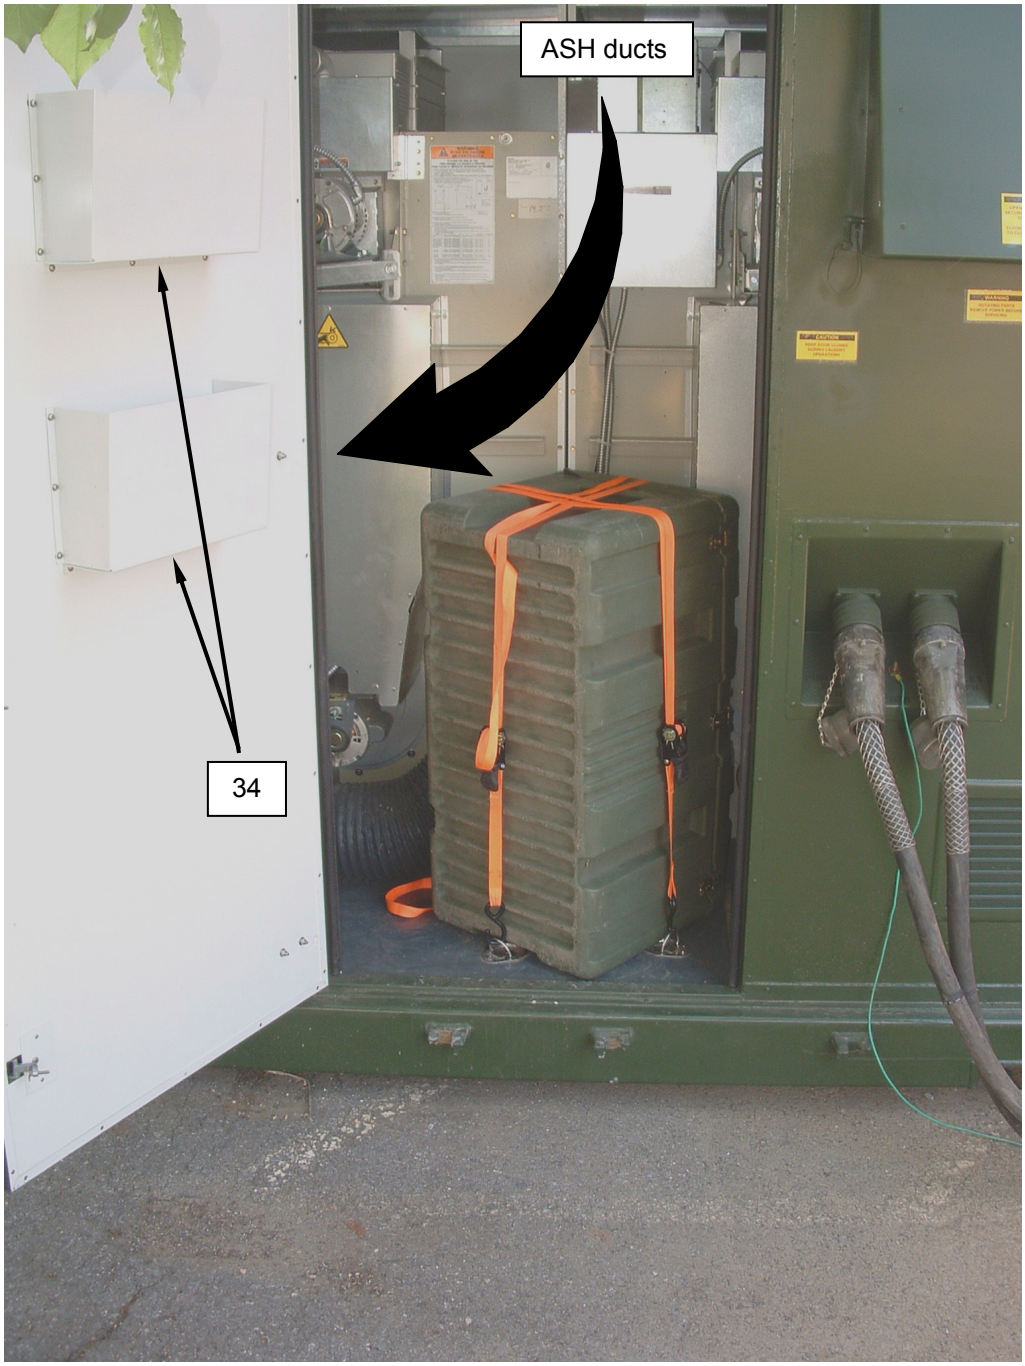

Figure 32. Placing the ASH Ducts and Technical Manuals.
47. Place the keys and TM's in the bins **(Figure 32, Item 34)** fitted to the personnel door.